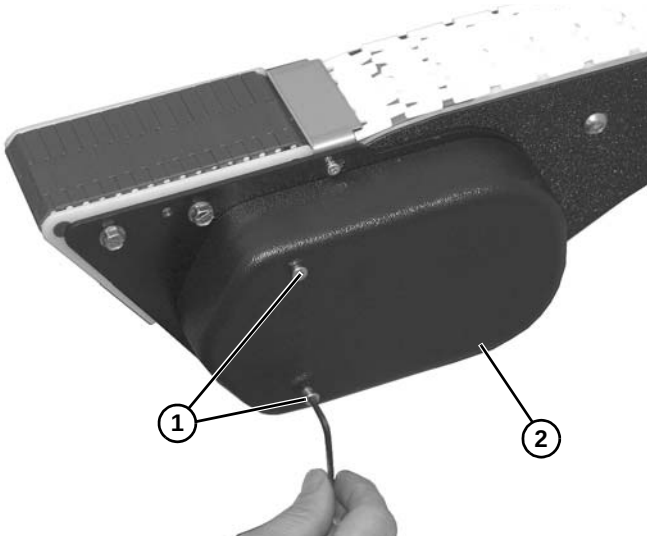

Figure 101
1. Remove two hex head screws **(Figure 101, item 1)** and cover **(Figure 101, item 2)** from power transfer assembly.